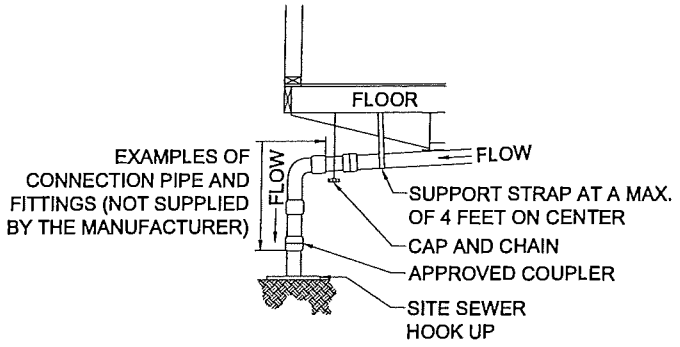

Figure 49. *DWV connection to sewer/septic*
4. **Connect to outlet.** Connect the main drain line to the site sewer/septic hookup, using an approved elastomer coupling (**Figure 49**).